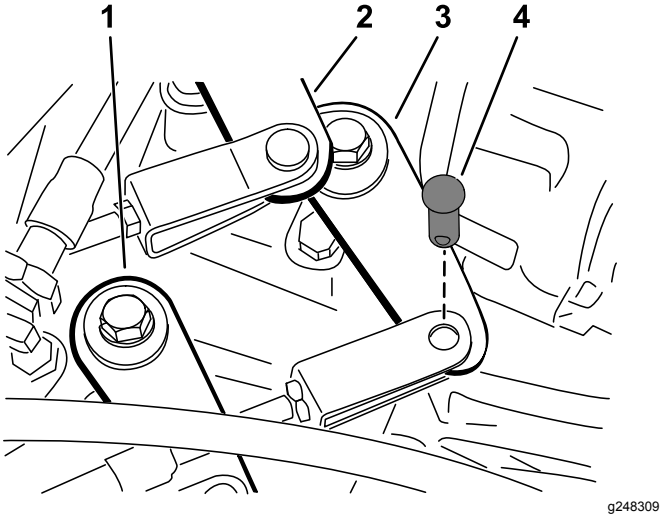

図 44
2. シフトケーブルをトランスアクスルのシフトアームに固定しているクレビスピンを取る図 44。
1. ハイ・ロー切り替えケーブルをトランスアクスルに固定しているクレビスピンを取る図 44。